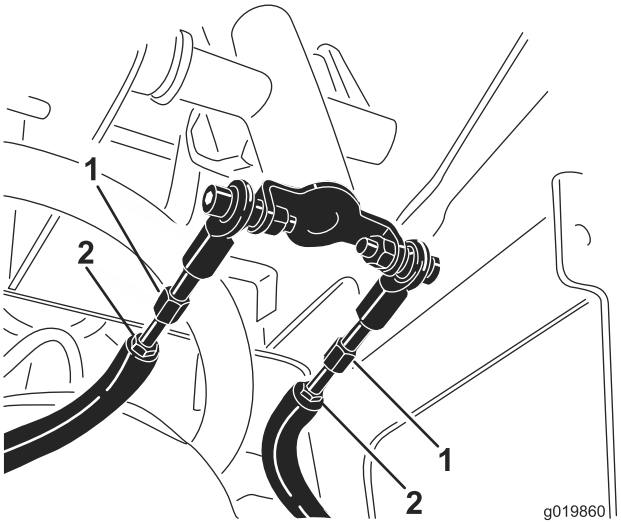

Figuur 56
D. Draai de contramoeren op de tractiestangen onder het bedieningspaneel los (Figuur 56).